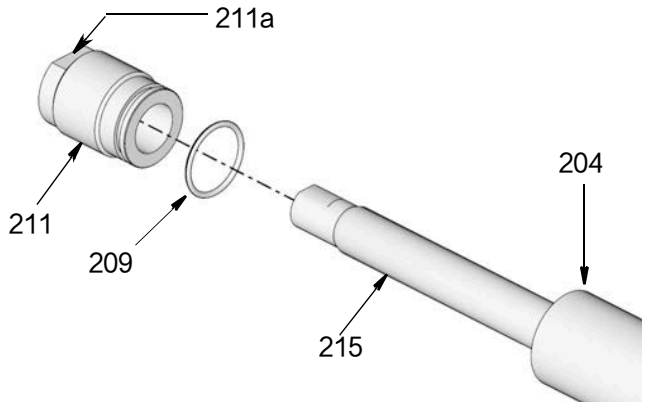

图 30
a. 在填料杆 (215) 的平面上使用扳手。卸下六角螺母（219）。
b. 拆下铲 (216) 螺丝并将其从填料杆 (215) 上拆下。
17. 在密封固定器 (211) 的平面 (211a) 上使用扳手，在泵气缸 (204) 上使用带绕扳手，相反方向用力，从泵气缸 (204) 上松开并拆下适配器及 O 形圈 (209)（图 30）。丢弃 O 形圈。使用包括在套件中的新 O 形圈进行重装。